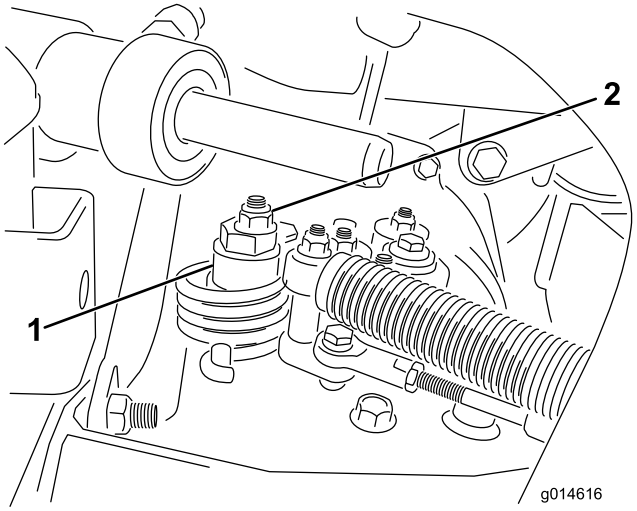

Figur 53
A. Løsn møtrikken, der fastgør den excentriske bolt til den øverste del af hydrostaten (Figur 53).
C. Drej den excentriske bolt, indtil der ikke forekommer krybning i nogen retning. Når hjulet holder op med at dreje, skal den møtrik, der låser den excentriske bolt og justeringen, tilspændes (Figur 53). Kontroller indstillingen med gashåndtaget i positionerne langsom og hurtig.